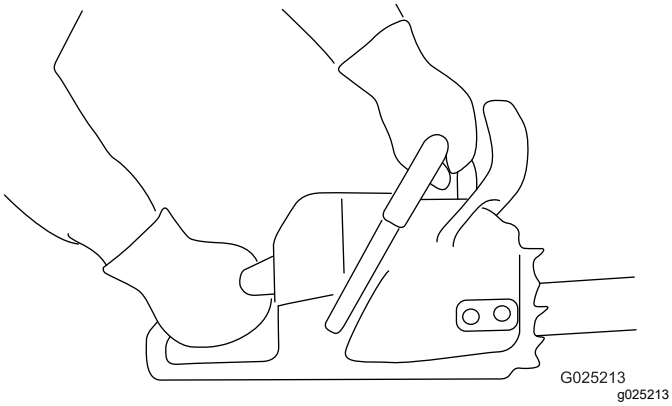

Figura 12
1. Agarre la motosierra con las dos manos, con la mano izquierda en la empuñadura delantera y la mano derecha en la empuñadura trasera, como se muestra en Figura 12.
1. Sujete la motosierra como se muestra en la Figura 12.
3. Sujete la motosierra como se muestra en la Figura 12.